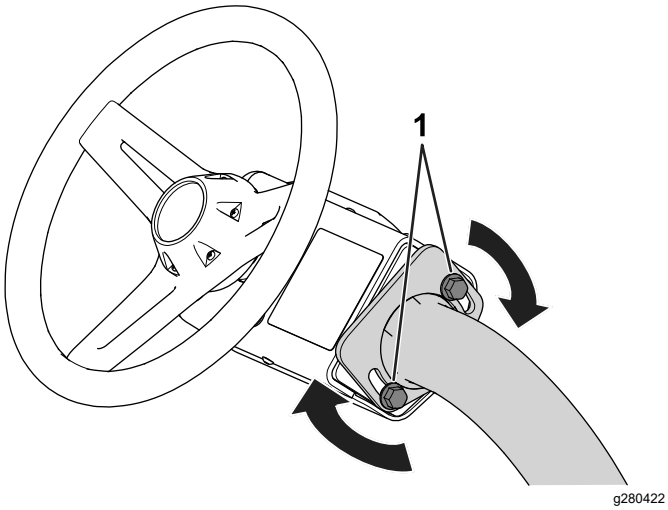

Bild 28
1. Lösen Sie die Schrauben (Bild 28), mit welchen die Lenkradbaugruppe am Lenkarm befestigt ist.
3. Ziehen Sie die Schrauben (Bild 28) an, um das Lenkrad in der eingestellten Position zu fixieren.